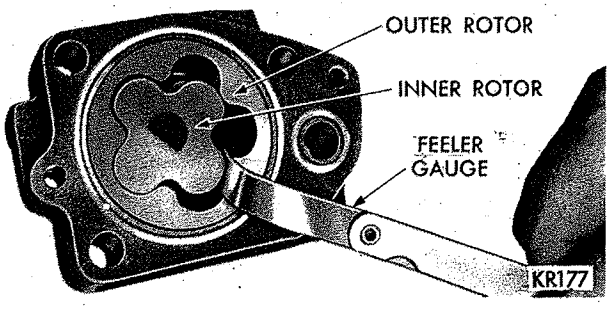

*Fig. 61—Measuring Clearance Between Rotors*
(10) If the tip clearance between inner and outer rotor (Fig. 61) is more than .010 inch, replace inner and outer rotors.